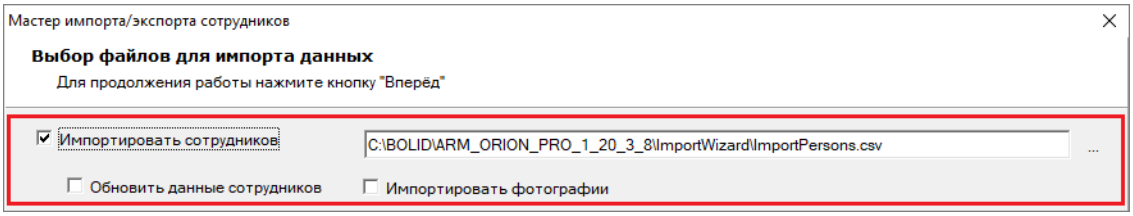

Рисунок 15-11 Выбор импорта данных персонала
- ***Импортировать сотрудников*** – установите флаг напротив этого параметра, чтобы выбрать для импорта в БД из файлов данные персонала. После установки флага (см. Рисунок 15-11) станет доступно поле для определения адреса файла, из которого будет осуществляться импорт данных (по умолчанию – файл «ImportPersons.csv» в папке «ImportWizard», расположенной в каталоге с установленным АРМ «Орион Про»), а также появятся варианты импорта: